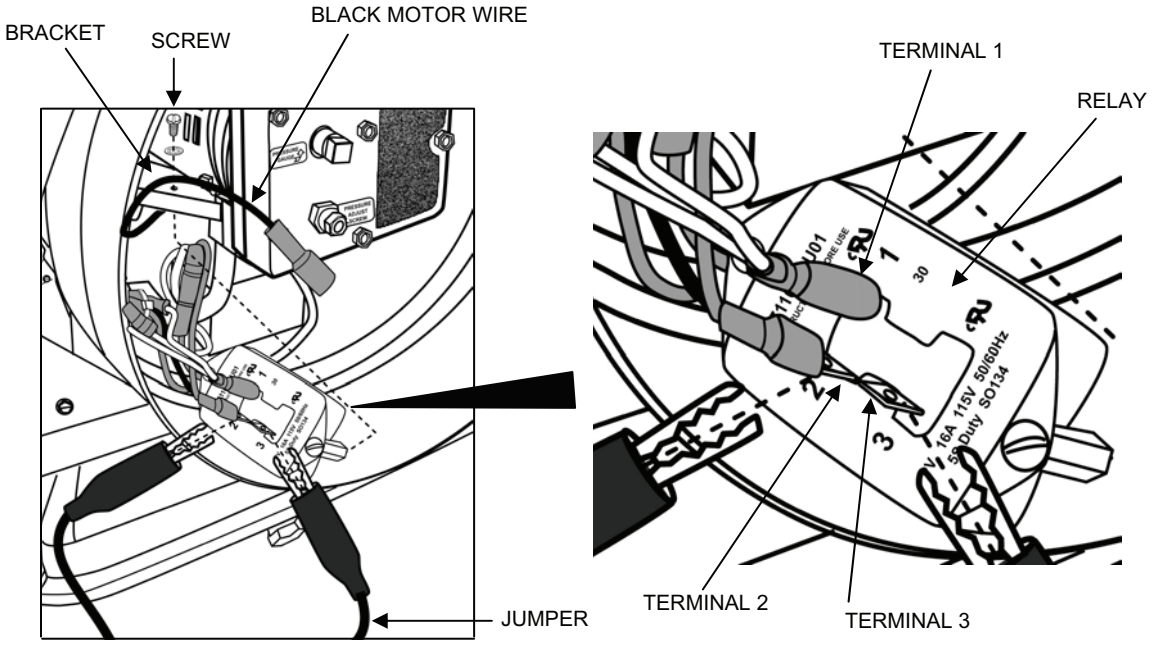

Figure 5. Diesel Heater Motor Relay and Motor Test Set-Up.
d. (See Figure 5) Remove the two screws that hold the motor starting relay to its bracket inside the inlet end of the heater shell and gently pull the relay out as far as the wires will reach. (If the wires are bound with a plastic tie-wrap, it may be necessary to clip the tie-wrap.)
a. Tag and remove the black motor wire from terminal three (3) of the starting relay.
b. Clip one end of the jumper to terminal three (3) of the starting relay.
c. Clip the other end of the jumper to terminal two (2) of the starting relay.
Replace / reinstall the motor starting relay as follows (see Figure 5):
e. Disconnect the white, red, and black motor wires from relay terminals one (1), two (2), and three (3). (See Figure 5.)
d. Connect the green wire of the new motor to the motor mounting bracket, the white wire to relay terminal one (1), the red wire to relay terminal two (2), and the black wire to relay terminal three (3). (See Figure 5.)